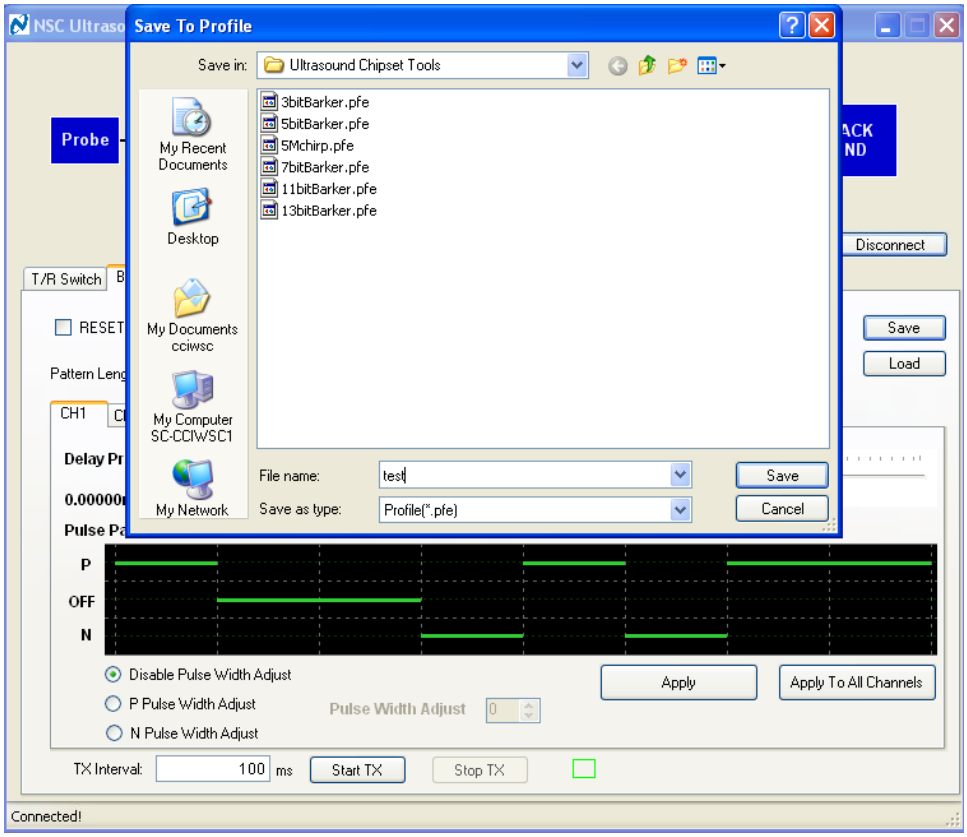

Figure 17: Saving a Custom Pulse Pattern
- Custom designed pulse patterns can be saved for use at a later time. To save a pattern, click on the **Save** button, as shown below in **Figure 17.**